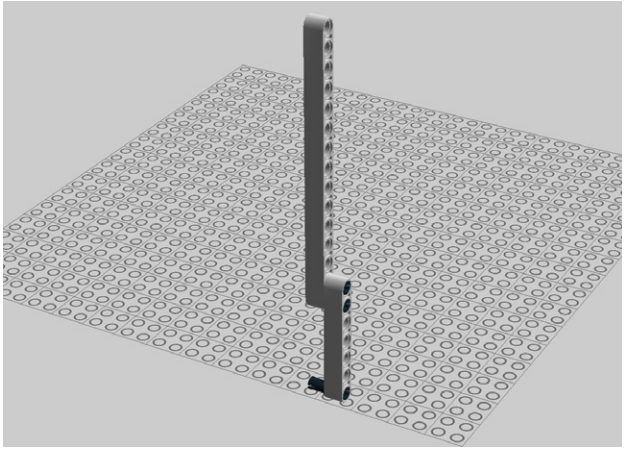

Figure 5-25. *Step 18: Make eight of these*
18. Next, let's build our left wall. We begin by building these vertical supports. Build eight of what you see in Figure 5-25.